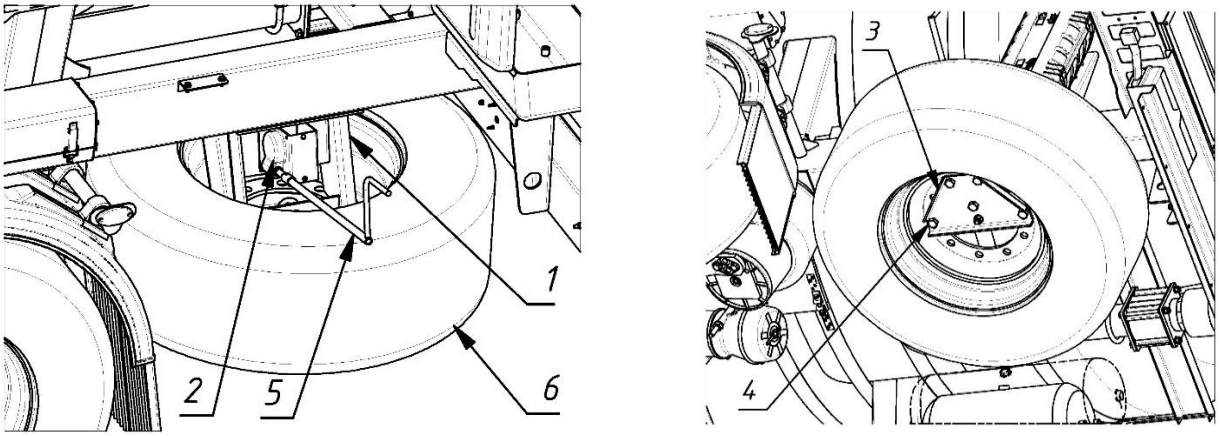
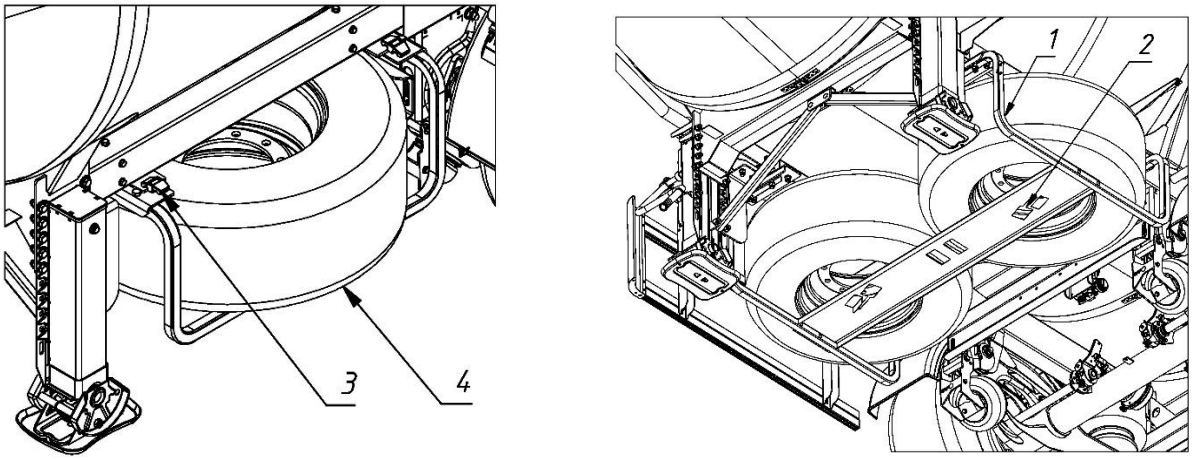

Рис. 2.16 - Кронштейн запасного колеса с лебёдкой
Рис. 2.17 – Корзина под два запасных колеса
Устройства удержания запасного колеса, устанавливаемые на полуприцепы представлены двумя типами: кронштейном запасного колеса с лебёдкой (рис. 2.16) и корзиной под 1 или 2 запасных колеса (рис. 2.17).
Кронштейн запасного колеса с лебёдкой представляет (рис. 2.16) из себя сварной корпус (1), к которому изнутри прикручена лебёдка с барабанным механизмом (2). Корпус устанавливается под лонжероном рамы полуприцепа. Трос (цепь) лебёдки имеет на конце крюк, который цепляется за рым-болт захвата (3). Захват устанавливается внутри запасного колеса (6) с нижней стороны. Четыре болта захвата (4) устанавливаются в крепёжные отверстия запасного колеса и выполняют роль центровки запасного колеса при его подъёме и опускании вращением ручки (5), а также совместно с гайками фиксируют колесо после того, как оно было поднято.
Корзина запасного колеса (1) (см. рис. 2.17) представляет собой конструкцию из металлических профилей, между которыми находится опорная площадка с фиксаторами (2) запасного колеса (4). Корзина устанавливается под рамой полуприцепа и фиксируется в четырёх точках. Для снятия запасного колеса необходимо выкрутить фиксатор.